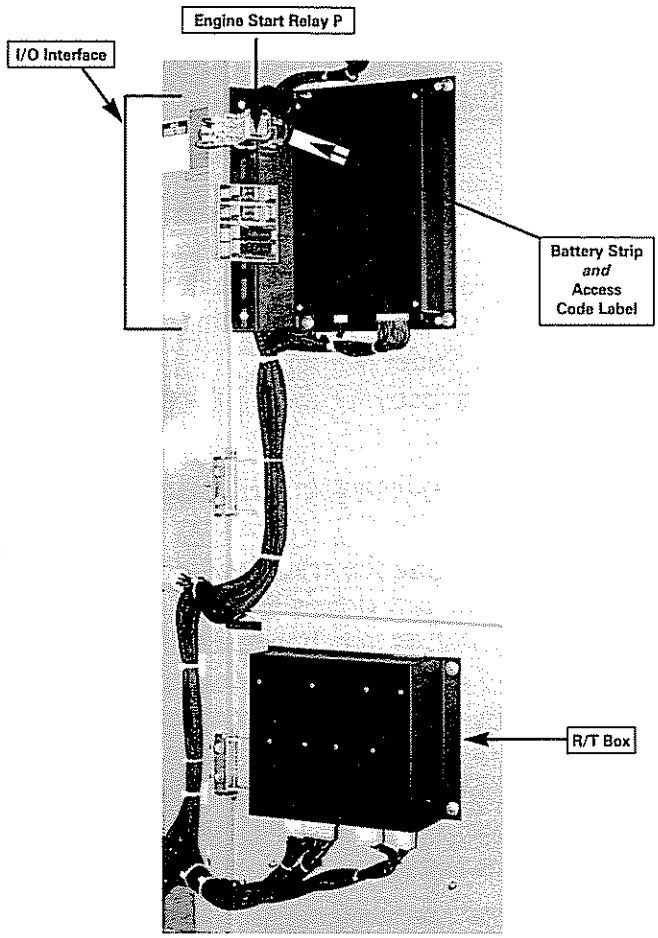

Figure 1
A. Customer Input and Output (I/O) for system interface. Located on the left hand side of the back of the unit (see figure 1)
II. The ***R/T box*** (relay transformer box) contains the following: (see figure 1)
Connections for Engine Control are located on the upper left side of the unit (see figure 1). The P relay provides this output. This contact is controlled by the P timer. To change response time to Normal power outage (see page 18 and 20).
Generally the input and output options are located below the P relay on the same DIN rail (see figure 1). In some cases it may be necessary to mount additional accessories on an auxiliary panel.